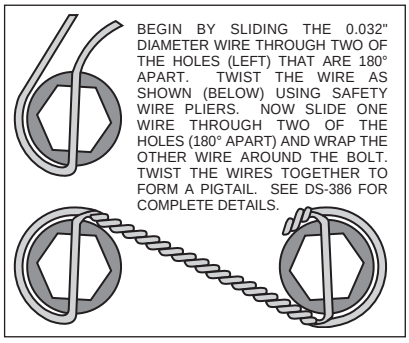

Figure 4. Safety Wire Diagram
- **2007 - present spindles may require light machining with a grinder to smooth parting line edge at original caliper mount ears in order for the Wilwood caliper bracket to fit. Please see figure 4, plage 3 for instructions. Before assembly, examine the necessity of this modification by inspecting the spindle and bracket interface and your ability to perform this modification before assembling any parts.**
•With the larger I.D. side of the rotor (3) facing away from the hat (4), bolt rotor (3) to hat (4) through the backside of the rotor using washers (5) and bolts (6). Using an alternating sequence, apply red *Loctite*® 271 to the threads and torque bolts to 140 **in-lb.** For an added measure of security, the bolts may be safety wired using standard 0.032 inch diameter stainless steel safety wire as shown in Figure 4. Please refer to Wilwood's data sheet DS-386 (available at www.wilwood.com/Pdf/DataSheets/ds386.pdf) for complete safety wire installation instructions.
•Install one shim (11) over each stud (10) on the radial mount bracket (1). Slide the caliper (7) in place over the studs and rotor and install the washer (9) and lock nut (8) to hold the caliper in place. The caliper bleed screws should be pointing up. Snug the lock nuts (8) and check that the rotor (3) is centered in the caliper (7). Add or subtract .029" shims (2) as necessary between the caliper mount bracket (1) and the caliper mount bosses on the spindle to center the caliper (7).